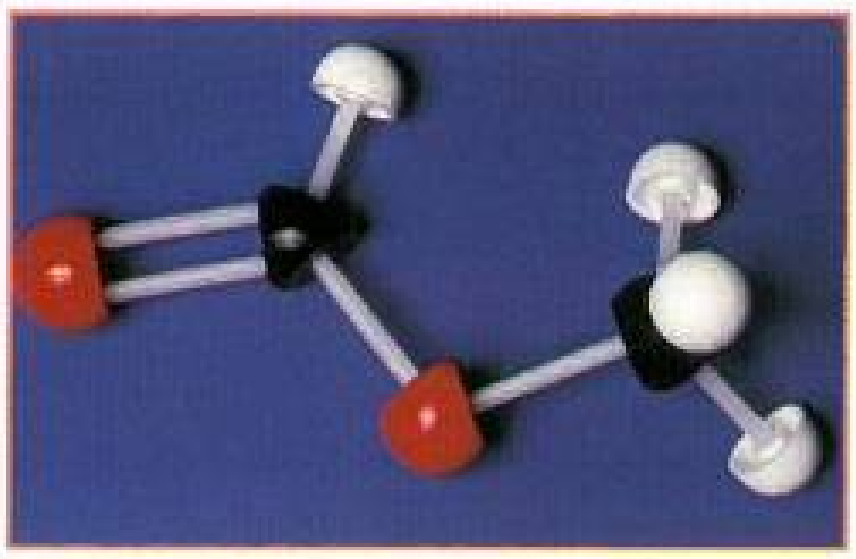

Figure 8.7
- Replacing the hydrogen of hydroxyl group in the molecule HCOOH, by a methyl group $-CH_3$ the molecule $HCOOCH_3$ is obtained (Fig.8.7).